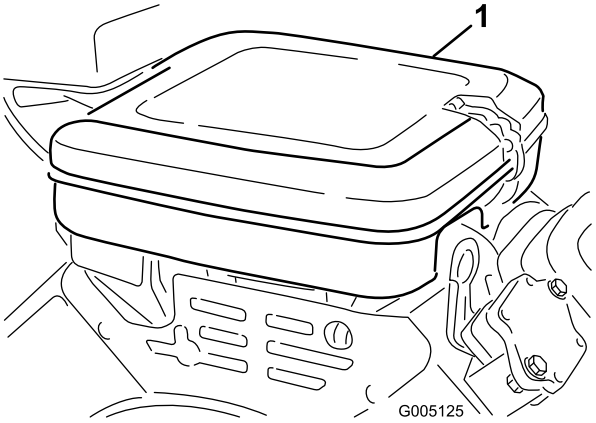

**Figur 43**
1. Lossa på låsklämmorna och ta bort luftrenarkåpan (Figur 43). Rengör kåpan ordentligt.